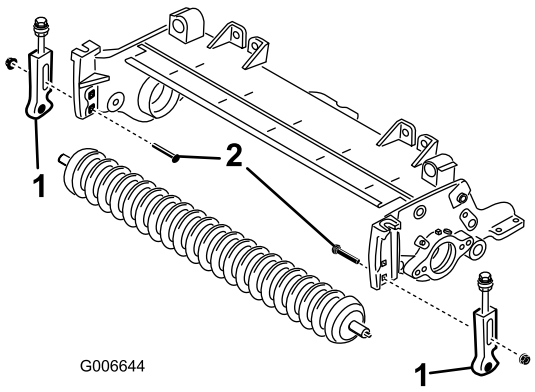

Figur 4
5. Fjern de bræddebolte og møtrikker, som fastholder klippehøjdebeslagene til klippeenhedens sideplader (Figur 4).
7. Fjern klippehøjdebeslagene og frontrullen fra klippeenhedens sideplader (Figur 4).